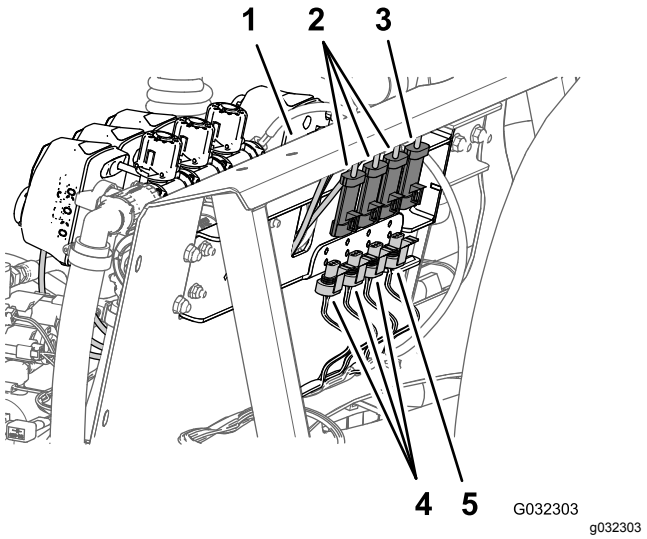

Figuur 37
2. Koppel achteraan de bevestigingsbeugel van het verdeelstuk de busconnector met 3 contacten los van de mengklep, alsook de busconnectors met 3 contacten van de 3 kleppen van de spuitbomen (Figuur 37).